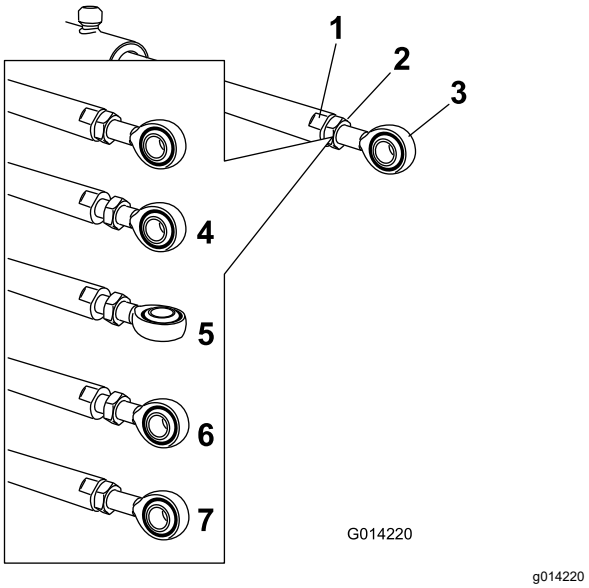

Figur 119
5. Håll manövreringsstången i stavens plana delar med en skiftnyckel och lossa sedan på kontramuttern (Figur 119).
6. Vrid stångänden i manövreringsstången för att förkorta eller förlänga arbetsenheten till önskat läge (Figur 119).